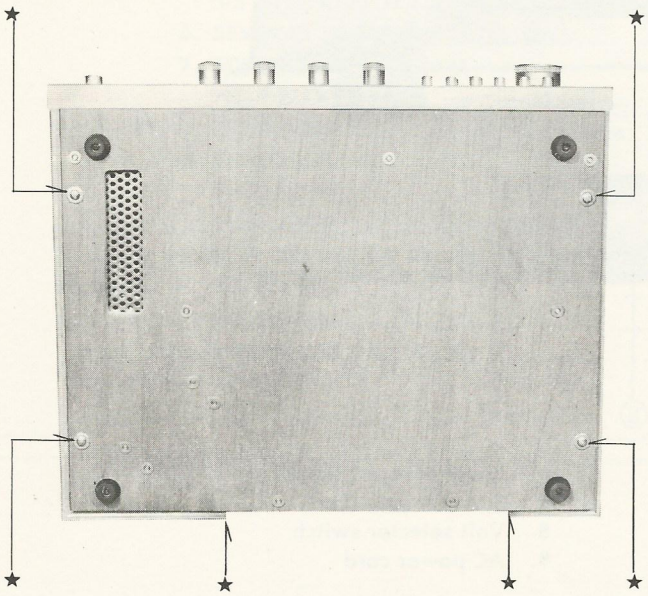

Figure 4
a) Remove the six screws marked (★) as shown in Figure 4.